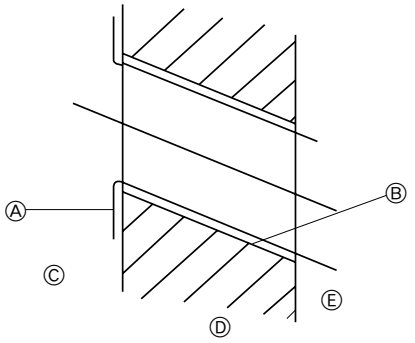

Fig. 3-2
2) Сверление отверстия для руб (Fig. 3-2)